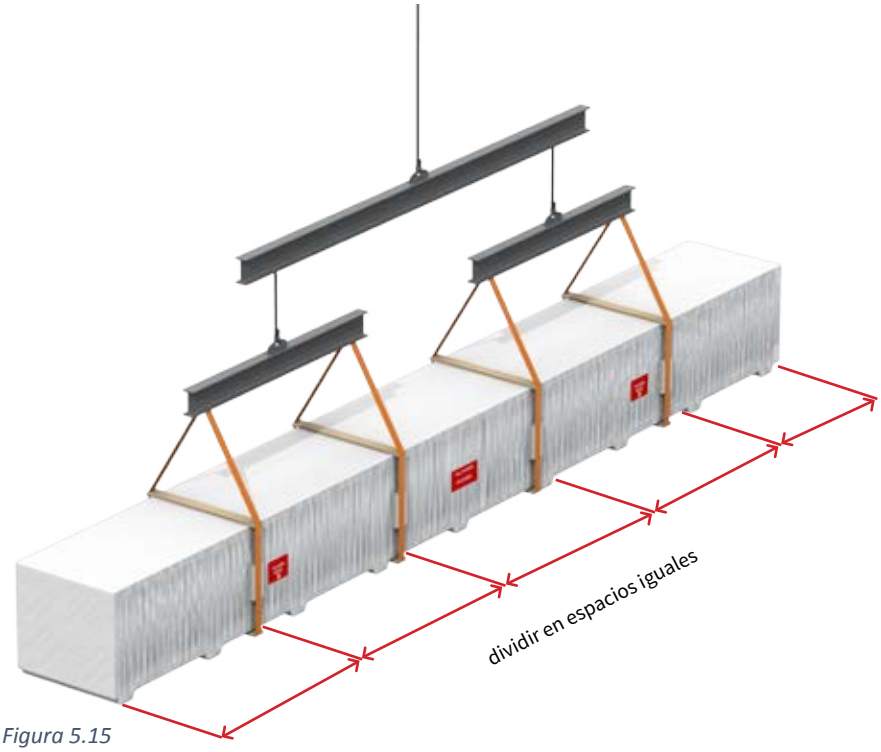

Figura 5.15
5.15 Los paquetes ***de más de 1814 kg y/o más de 13.4 m*** pueden levantarse como se muestra en la figura 5.15.